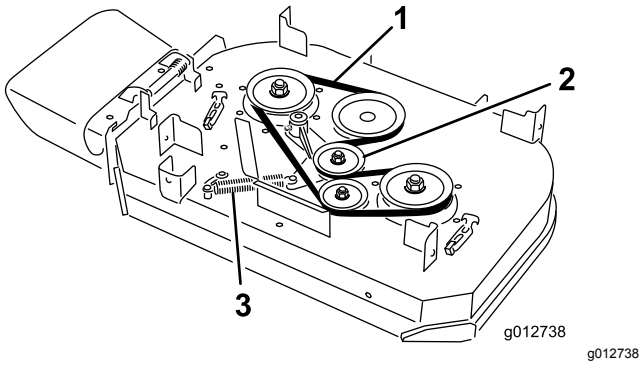

Figur 63
4. Fjern fjederen fra ankerpinden på styreremskivens arm (Figur 63).
5. Fjern den slidte plæneklipperrem (Figur 63).
6. Monter den nye plæneklipperrem omkring koblingsremskiven, skjoldets remskiver og styreremskiven (Figur 63).
7. Monter fjederen på ankerpinden på styreremskivens arm (Figur 63).
8. Monter fjederen på ankerpinden på styreremskivens arm (Figur 63).